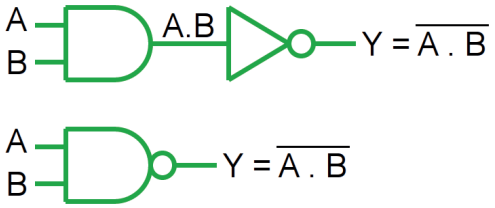
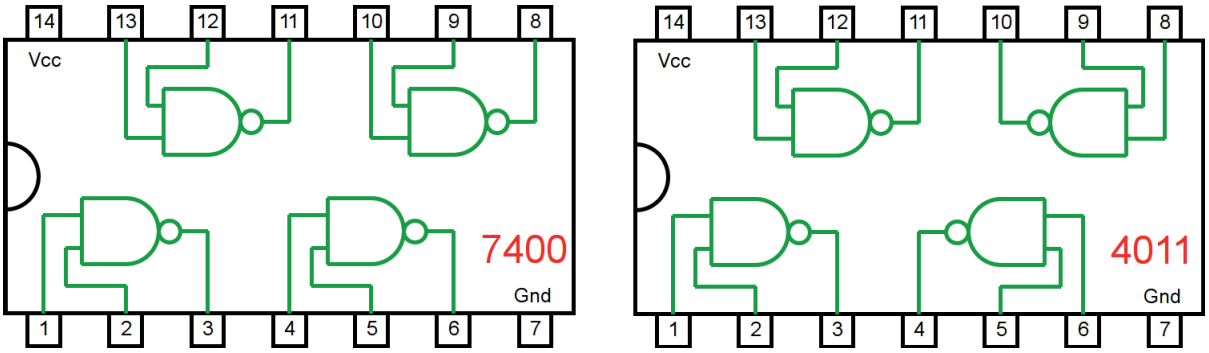

Figura 3.12 – Porta NE (NAND) de 2 entradas.
Figura 3.13 – Circuito Integrado TTL e CMOS.
2. Simbolicamente, esta situação é mostrada com uma porta E (AND) tendo um pequeno círculo na saída conforma a figura 3.12.
3. O princípio de funcionamento de uma porta NE (NAND) pode ser resumido como: Se todas as entradas forem 1 (H), a saída será 0 (L) e se houver apenas um nível 0 (L) em qualquer uma das entradas, a saída será 1 (H). Isso pode ser visto na tabela 3.5.
4. Como pode ser visto na figura 3.13, tanto o CI TTL 7400 quanto o CI CMOS 4011 contêm 4 portas NE (NAND), mas a disposição interna das portas são diferentes.